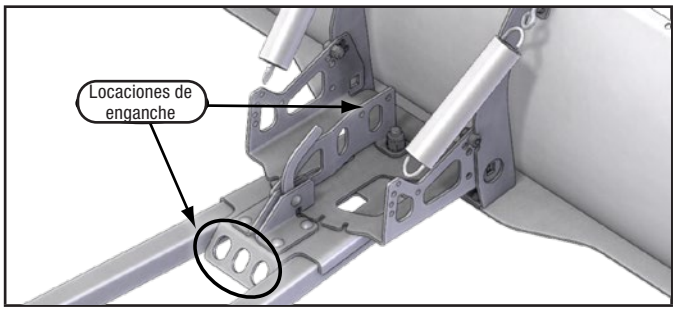
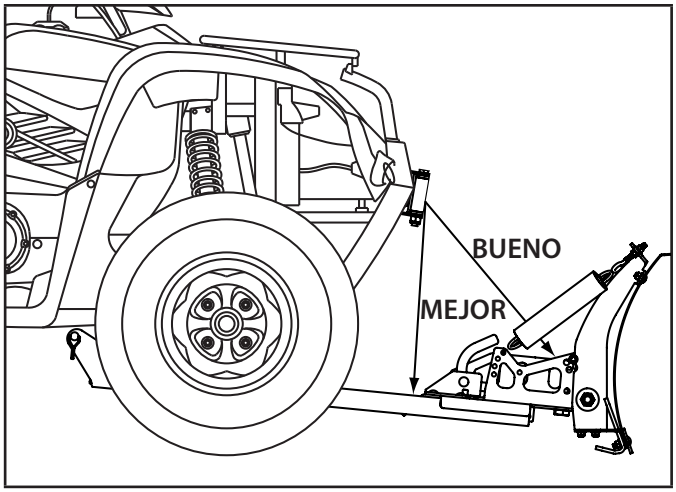

Figura 13 - Puntos de fijación de enganche
Figura 14 - Ángulo de linea de malacate
12. Fije el gancho del malacate en una de las 2 locaciones. Vea la figura 13. La figura 14 muestra cual es el mejor ángulo de línea del malacate. Use esto para determinar cual punto de fijación va a usar.